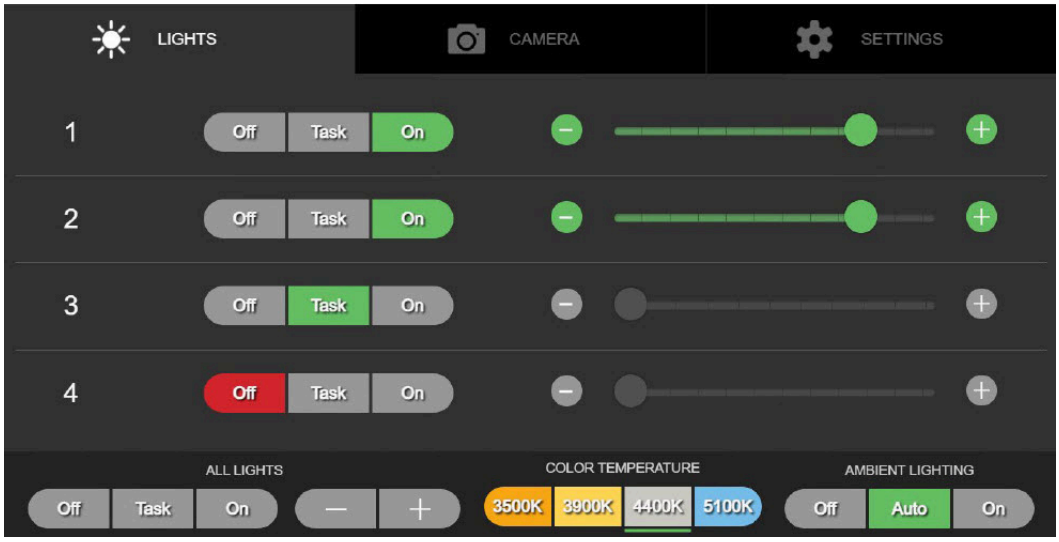

Figura 6-6. Aumento o disminución de la intensidad de la luz de todos los cuerpos de lámpara al mismo tiempo
4. Se puede aumentar o disminuir la intensidad de todos los cuerpos de lámpara conectados a un sistema (hasta cuatro) al mismo tiempo mediante los botones (-) y (+) que se encuentran bajo el encabezado Todas las luces. Consulte la *Figura 6-6*.